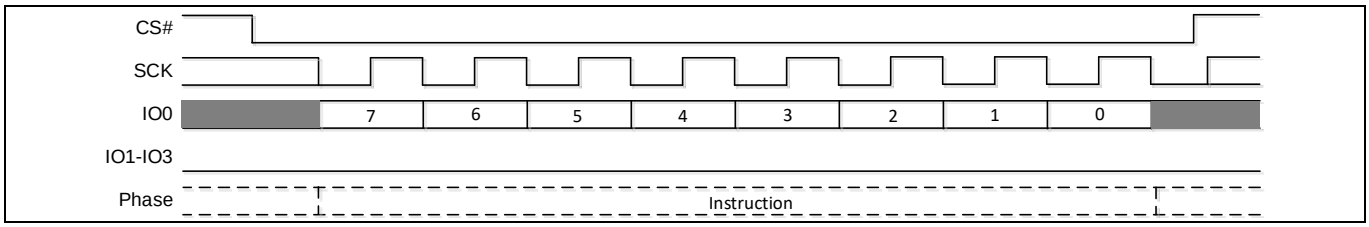

Figure 8 スタンドアロン命令コマンド
RESET コマンドは、Figure 7 の (3) に示すように、デュアルクアッドデバイスをリセットするために送信されます。RESET コマンドを送信する前に、QUAD の WREN コマンドを送信する必要があります。WREN コマンド送信後、デバイスはステータスレジスタに書き込みイネーブルラッチ (WEL) を設定して、書き込み操作を有効にします。RESET と WREN は、Figure 8 に示すように、命令のみで構成されるスタンドアロンの命令コマンドです。WRR コマンドの詳細については、S25FL256S のデータシートを参照してください。